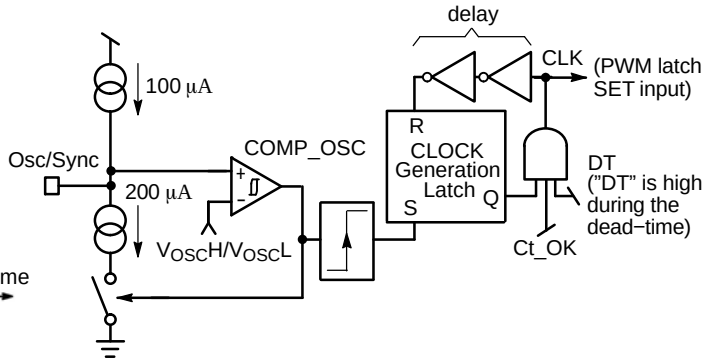

Figure 66. Oscillator / Synchronization Block
This block contains two main parts (refer to Figure 66):
- The “storing circuitry” that contains a latch and some gates. The raising edge of the “COMP_OSC” output sets the “CLOCK Generation” latch to turn high the “CLK” signal. If the timing capacitor of Pin 7 is properly discharged (V_{Pin4} <50 mV leading to “C_TOK” high), the PWM block is ready for a new cycle and “CLK” can force the signal “V_{SET}” in high state. As a consequence, the PWM latch sets. In addition, “V_{SET}” resets the “CLOCK Generation” latch to make it ready for the next oscillator cycle. The two inverters of Figure 66, simply generate some delay to ensure that “V_{SET}” keeps high long enough to set the PWM latch and reset the “CLOCK Generation” latch (longer delay than that produced by the two gates, may actually be necessary).